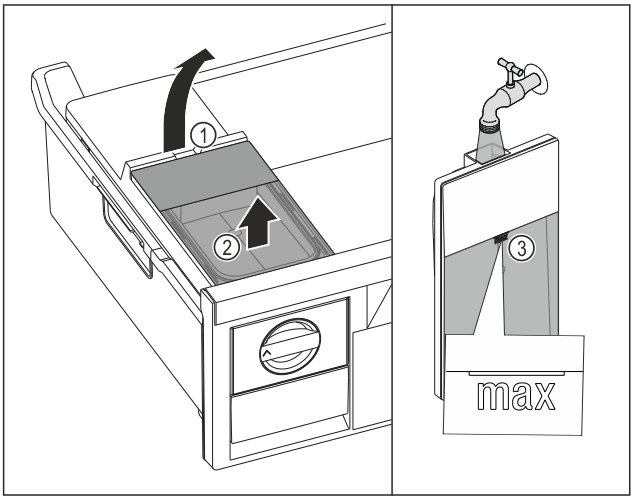

Fig. 125
▶ Lift the water tank at the recess *Fig. 125 (1)*.
▶ Remove the water tank by lifting it upwards. *Fig. 125 (2)*
▶ Fill the water tank with drinking water up to the mark *Fig. 125 (3)*.